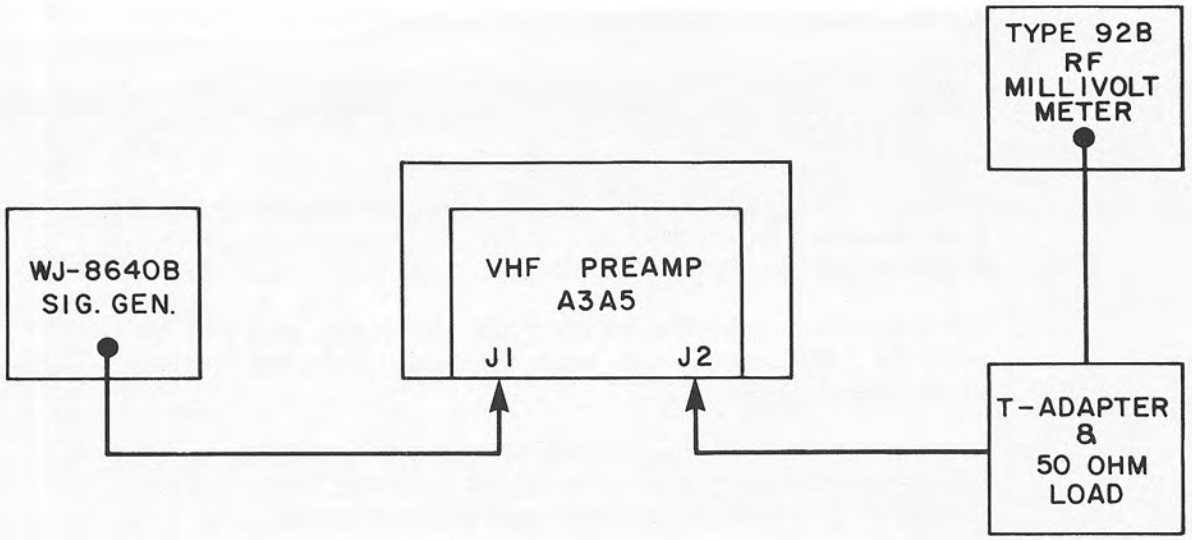

Figure 4-8. VHF Preamplifier Performance Test, Equipment Connections
3. Connect the test equipment as illustrated in **Figure 4-8.**